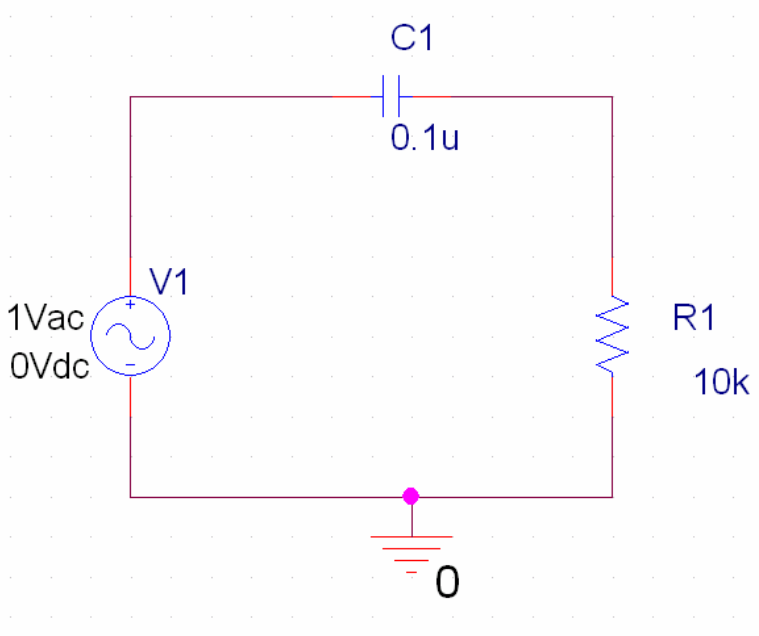

Figure 6: RC filter circuit
15. Build the circuit shown in Figure 6. Use the element **VAC** under the **SOURCE** library as the voltage source. Don't forget to adjust the values of the circuit elements.